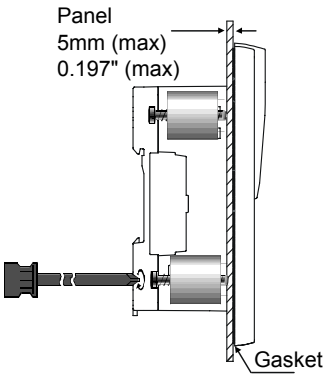

Figure 5. Panel-Mounting
5. Tighten the bracket screws against the panel as shown in Figure 5.